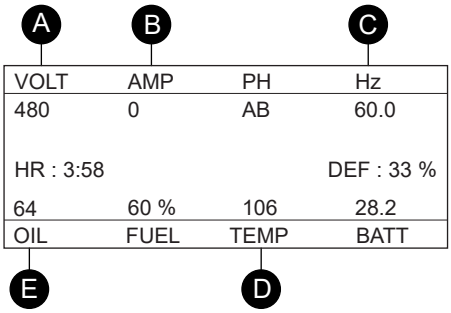

Figure 44. Controller Display
3. The controller display will indicate the 60-cycle output frequency in **HERTZ** (Figure 44**C**).
4. The controller display will indicate the generator's output in **VOLTS** (Figure 44**A**).
6. The controller display will indicate **zero amps** with no load applied (Figure 44**B**). When a load is applied, the display will indicate the amount of current that the load is drawing from the generator.
7. The controller display will indicate the **oil pressure** of the engine (Figure 44**E**). Under normal operating conditions the oil pressure should be between 56 and 100 psi. (386–689 kPa).
8. The controller display will indicate the **coolant temperature** (Figure 44**D**). Under normal operating conditions the coolant temperature should be 167°–194°F (75°–90°C).
10. Observe the amperage reading on the controller display (Figure 44**B**) and verify that it is the anticipated amount of current with respect to the load. The ammeter will only display an amperage reading if a load is in use.